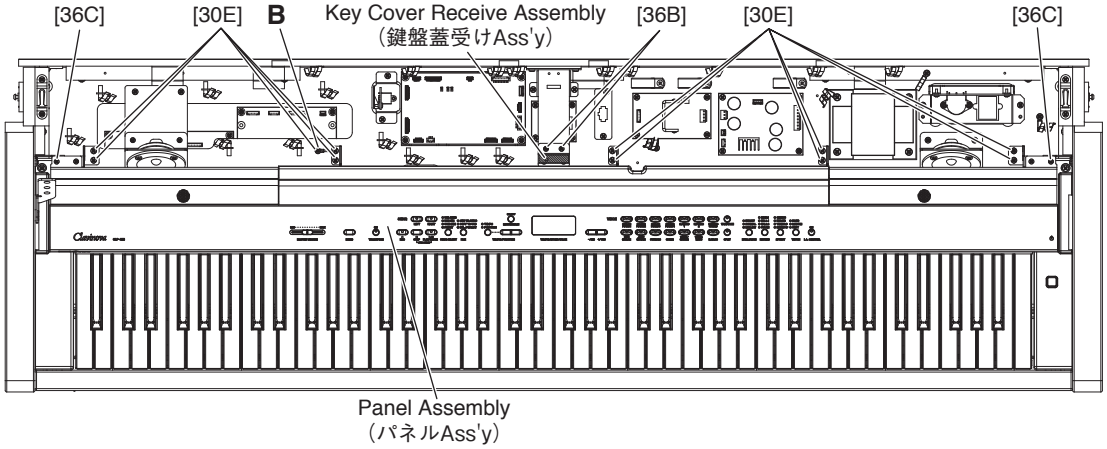

Fig.10（図 10）
8-3 Remove two (2) screws marked [36B] of the key cover receiving assembly. (Fig.10)
8-6 Remove the two (2) screws marked [36C] and the eleven (11) screws marked [30E]. The panel assembly can then be removed. (Fig.10)
* ***As for the screw marked [30E] at the location of "B", it is tightened together with a GND terminal. (Fig.10)***
8-3 鍵盤蓋受け Ass'y の [36B] ネジ 2 本を外します。(図 10)
8-6 [36C] のネジ 2 本と [30E] のネジ 11 本を外し、パネル Ass'y を外します。(図 10)
※ **"B" の位置の [30E] のネジ 1 本は、GND 端子と共締めされています。(図 10)**